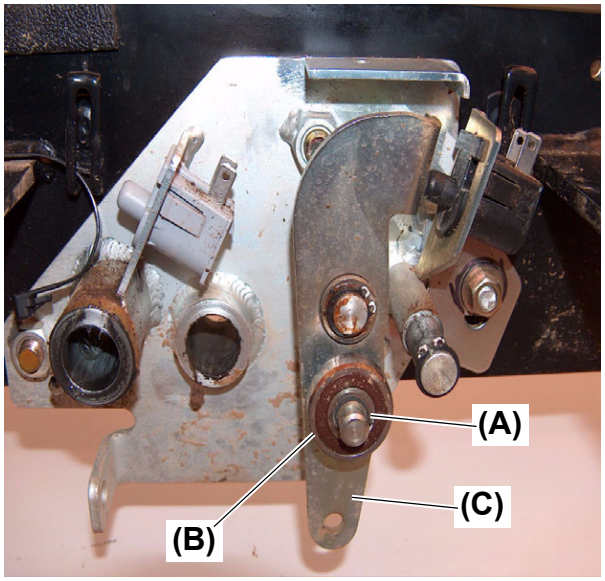

Fig. 8
12. Remove the external snap ring **(Fig. 8, (A))** that secures the bearing **(Fig. 8, (B))** to the switch arm **(Fig. 8, (C))**.